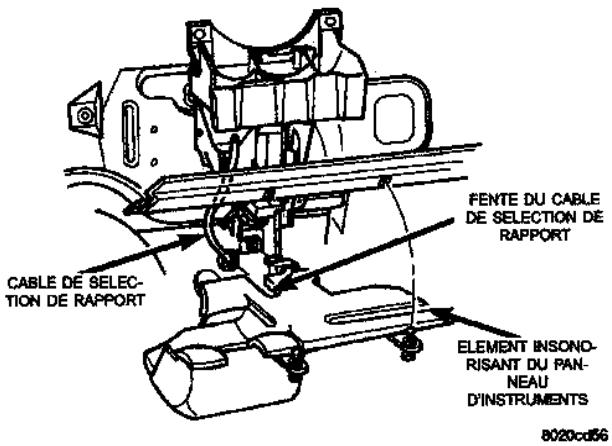

Fig. 10 Elément insonorisant du panneau d'instruments
(3) Déposer l'élément insonorisant placé sous le panneau d'instruments (Fig. 10). Se référer au Groupe 8E, Panneau d'instruments et indicateurs, pour de plus amples informations.
(4) A la fixation de la colonne de direction, déposer la fixation du passe-câble, de la goupille du levier de sélection.
(5) Utiliser une pince pour pincer les oreilles de la fixation de câble au support de montage, puis pousser à travers le trou pour la dépose.
(6) Déboîter le passe-câble du tablier et déposer le câble du véhicule.